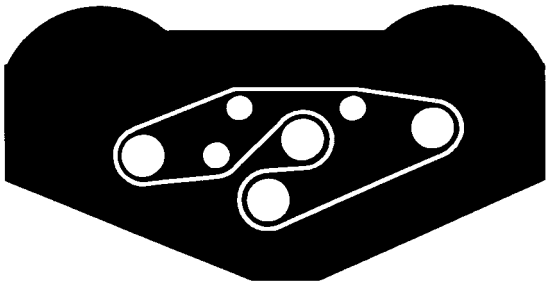

Figur 13
5. Montera den nya remmen runt spindelskivorna och spännrullen enligt figur 13.